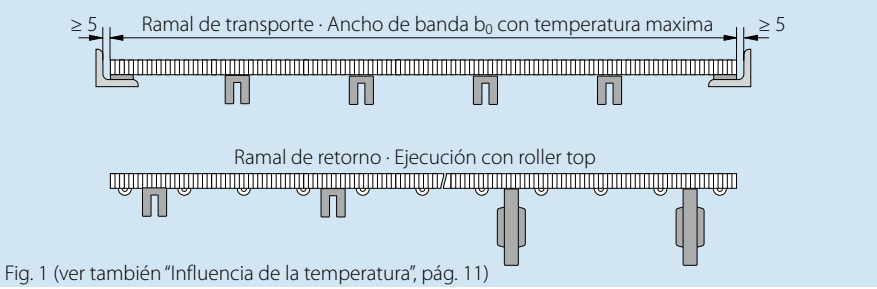

Fig. 1 (ver también "Influencia de la temperatura", pág. 11)
- Perfiles de deslizamiento rectos y paralelos (fig. 1/2) de acero o material sintético. En este caso, se trata de una solución económica para aplicaciones de poca carga, y el desgaste de la banda queda limitado a las zonas apoyadas por los perfiles. Respecto a la distancia entre los perfiles de deslizamiento, recomendamos 120 – 150 mm para el ramal superior, y aprox. 200 mm, para el inferior. Como alternativa se pueden utilizar rodillos chatos. Los apoyos deben siempre instalarse en las áreas donde no haya montados perfiles, rodillos, etc.